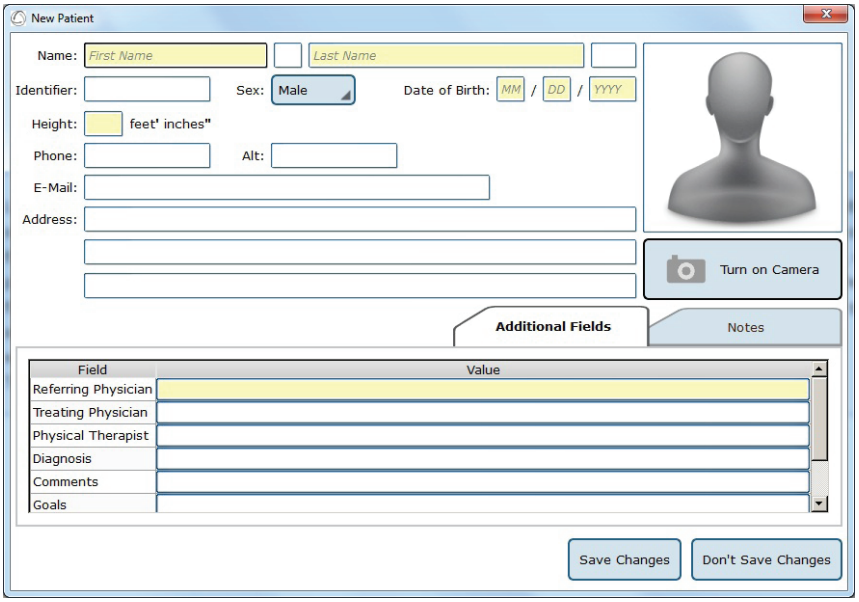
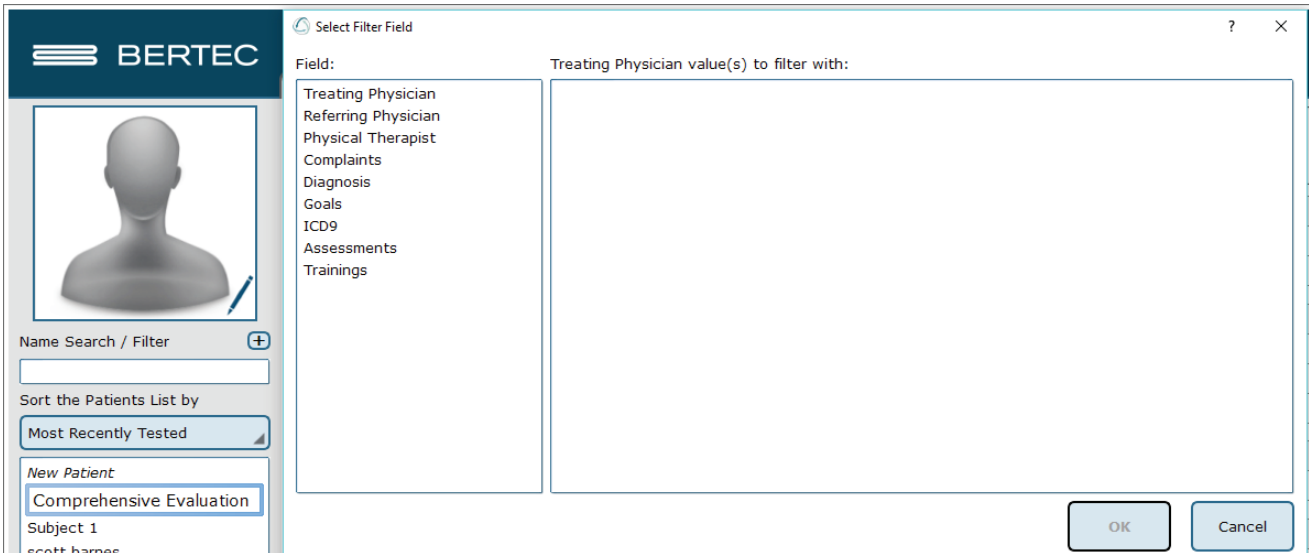

Figura 15: La ventana Nuevo paciente.
Figura 16: Seleccionar campo de filtro - Listas de pacientes.
2. Tras hacer clic, aparecerá una ventana emergente con campos de información del paciente vacíos. Se ilustra en la Figura 15.
Por ejemplo, si se ha creado una lista para Fisioterapeuta que contenga John, April y Joanne, la lista de pacientes puede filtrarse para mostrar solo los pacientes de Joanne. Para hacer esto, haga clic en el signo + (mostrado en la Figura 15) junto a Name Search/Filter (Búsqueda de nombre/filtro), y luego haga clic en Fisioterapeuta, y a continuación en el cuadro junto a Joanne. Esta pantalla se muestra en la Figura 16. Una vez seleccionado el elemento a filtrar, haga clic en OK (aceptar). Pueden añadirse múltiples elementos a la lista «filtrar por»; simplemente siga haciendo clic en el signo + junto a Búsqueda de nombre/filtro y repita el mismo proceso anterior. Para eliminar un filtro no deseado, haga clic en el signo - que aparece junto a la etiqueta del filtro.